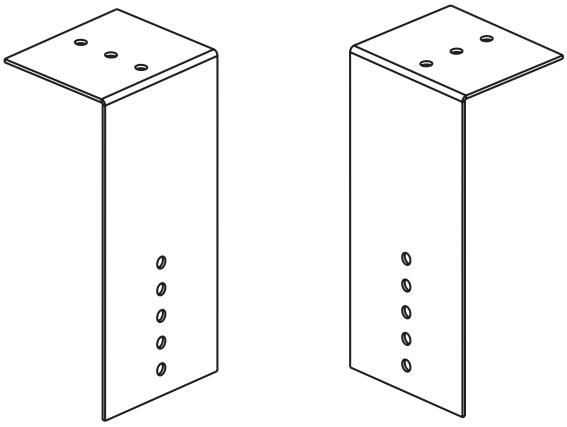

Figure 19. Supports de boîte d'adaptateur concentriques
4. Fixez des angles plus longs sur les supports de boîtier d'adaptateur concentriques (voir **Figure 19**) au boîtier d'adaptateur concentrique.
b. Positionnez la boîte d'adaptateur concentrique pour qu'elle corresponde aux longueurs de tuyaux et fixez les angles courts des supports d'adaptateur concentriques (voir **Figure 19**) sous le toit à l'aide de la quincaillerie fournie sur place.